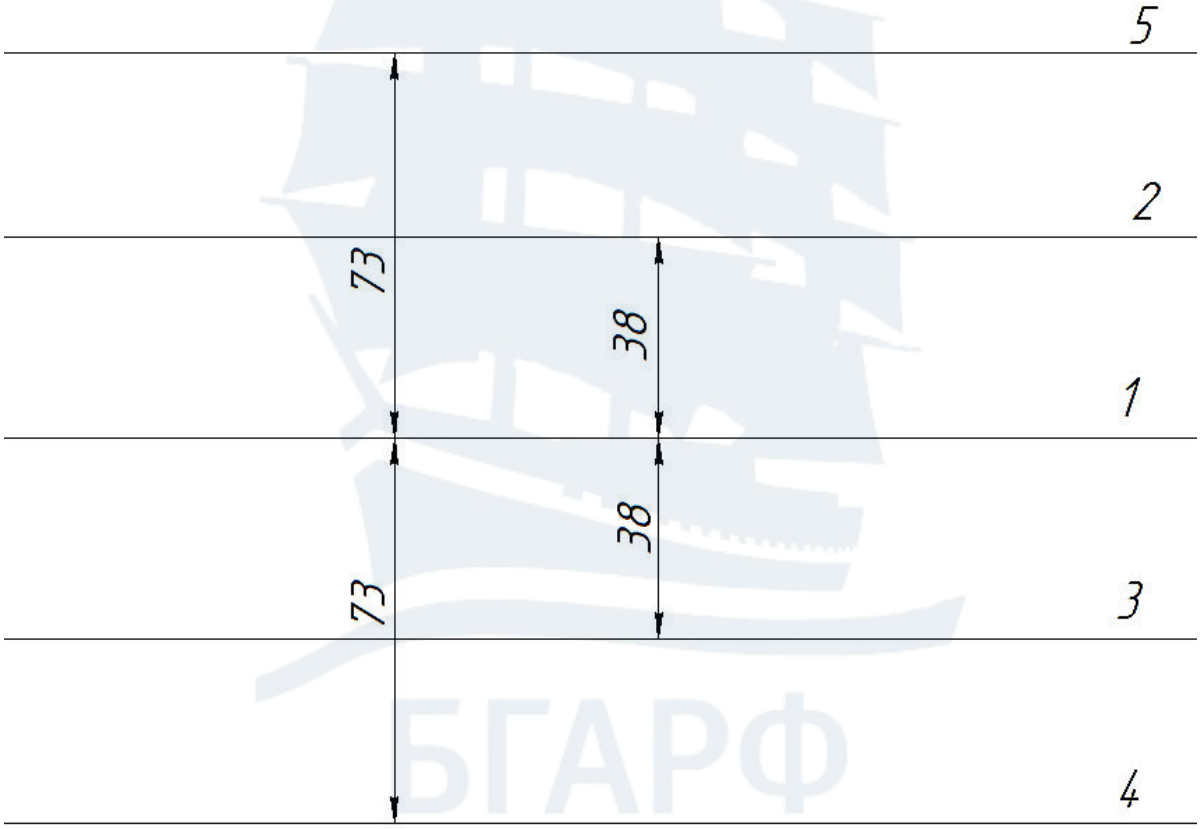

Рис. 120
1. Начертить вспомогательные горизонтальные прямые, используя команду **Сместить** (**Подобие**) или опцию **Отступ** (рис. 120).